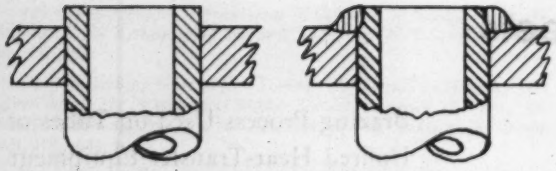

Fig. 2 Joint design with tube projecting beyond the tube sheet. Preparation at left, welded joint at right
Joint design shown in Fig. 2 provides for an extension of the tube beyond the tube sheet. This would permit depositing a fillet weld at the juncture thus created and therefore would simplify the welding operation. This joint design would be particularly suitable for use with
An ingenious adaptation of the inert gas-tungsten arc-welding process known as "cone arc welding" (3), has been developed for joining relatively thin, but unequal, tube to tube-sheet assemblies of stainless steels and nickel alloys. The basic setup is a mechanized tungsten-arc unit employing direct current, argon, and a high-frequency oscillator for arc starting. In addition, a magnetic gas nozzle is employed which serves to direct the arc in a conical path. A control circuit is necessary for operation of all features of the process in proper sequence. The arc, once initiated by the high frequency, follows the joint, Fig. 2, rotating around the periphery of the tube in conical fashion. The reaction of the welding current with the magnetic field of the magnetic gas cap results in forces which impart to the arc